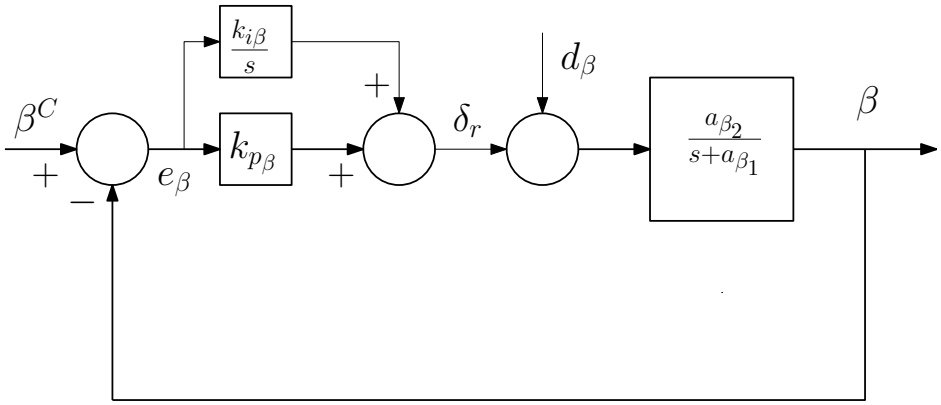

Figure 2: Schematic representation of closed-loop sideslip control.
7. Consider an aircraft equipped with a rudder, and we want to control the sideslip angle using the same. A schematic representation of the closed-loop dynamics is illustrated in Figure 2, where $a_{\beta_1} = 31.84$ and $a_{\beta_2} = 7.29$. Suppose the maximum allowable error in the side slip angle is given by $60°$ and the maximum allowable rudder deflection is given by $15°$. Calculate the gains k_{p_β} and k_{i_β} to achieve a damping ratio of 0.5. Furthermore, obtain the undamped natural frequency of the closed-loop system.